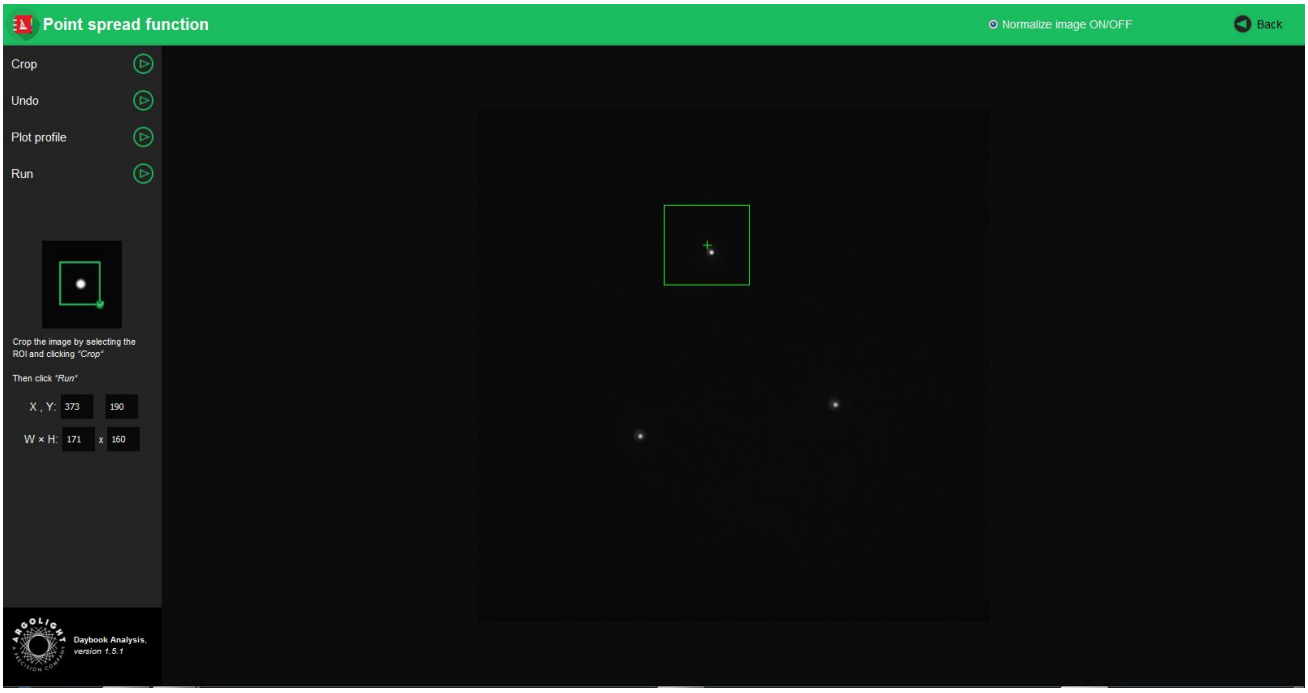

Figure 2: Crop window to select a point-like object.
e) Select within a region of interest (ROI) a single point-like object and click on “Crop” to crop the image (*cf.* Figure 2).